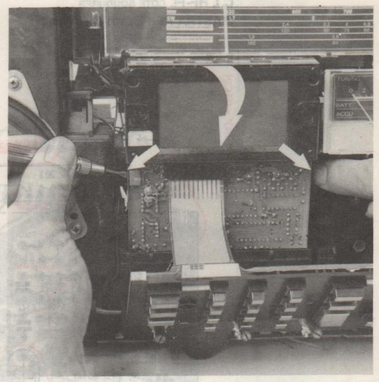

Abb. 3
2. Zwei Rastnasen seitlich aus der Rastung drücken und Digitalteil herausnehmen. (Abb. 3)